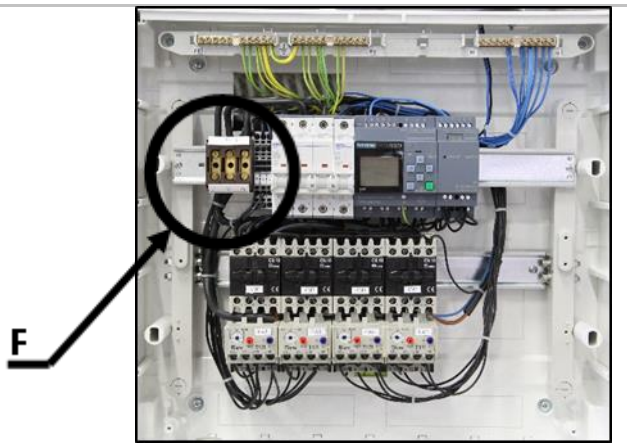

Abb. 19: Verbindung des Kabels mit dem Druckschalter
- Verbinden Sie das lose Kabel gemäß Schaltplan mit dem Druckschalter oder Abb. 19., ziehen Sie die Schrauben fest und sichern Sie sie mit Lack.